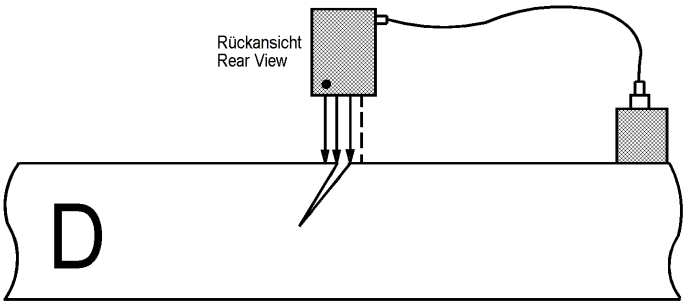

Abbildung 12: Messanordnung D für die zweite Rissmessung
- Verändern Sie die Messanordnung jetzt so wie in Abbildung 12 (Messanordnung D) zu sehen. Der Riss befindet sich nun zwischen den beiden inneren Polen (Spannungspole) der Sonde. Der aktive Strompol (Punktmarkierung) ist weiterhin auf der dem Haftmagneten abgewandten Seite.